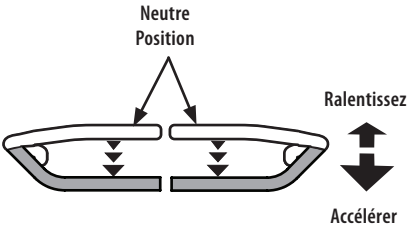

Fig. 24
1. Déplacez lentement et uniformément les deux leviers de contrôle vers l'arrière. Le tracteur commencera à se déplacer en sens inverse (Fig. 24).